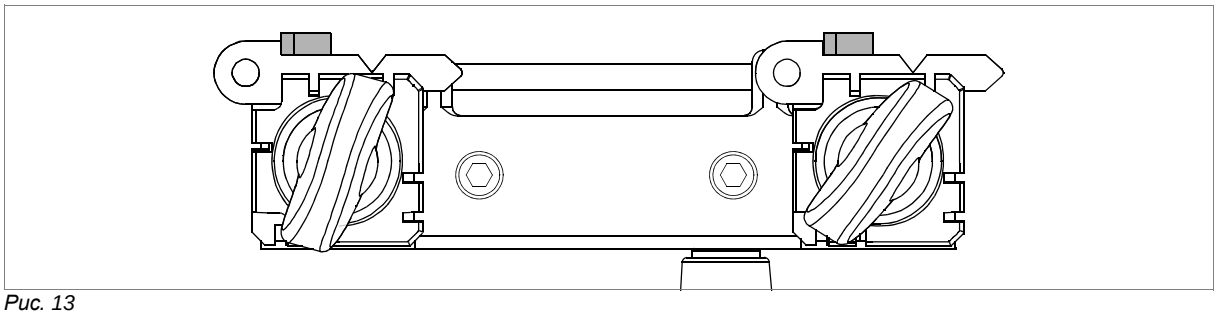

Рис. 13
4) Поверните измерительную рейку (D2) по направлению к оператору, чтобы измерительные устройства вошли в контакт с регулировочными ключами (рис. 13). Опустите измерительную рейку.